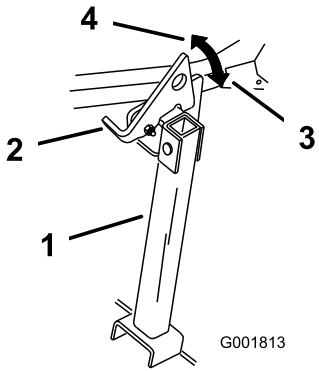

**Figur 36**
2. Hev spaken til ULÅST stilling (Figur 36).